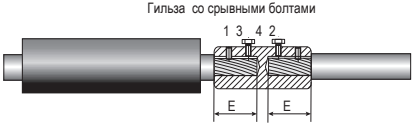

Рисунок 4
4.11 При соединении жил гильзами со срывными болтами удалить изоляцию с жил на длине Е (рисунок 4).
4.13.2 Установить на соединяемые жилы гильзу до упора в изоляцию и подтянуть от руки болты в порядке 1–2–3–4 (рисунок 4).